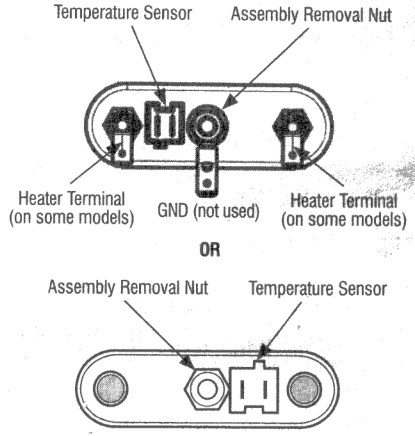

Figure 9 - Heater/Temperature Sensor Assembly
6. Disconnect the wire connectors from the heating element. See Figure 9.
6. Disconnect the temperature sensor connector from the heating element. See Figure 9.